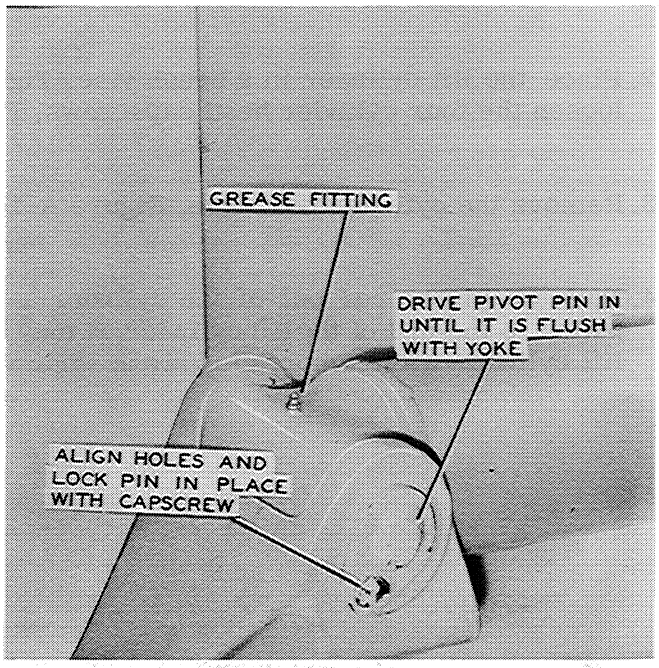
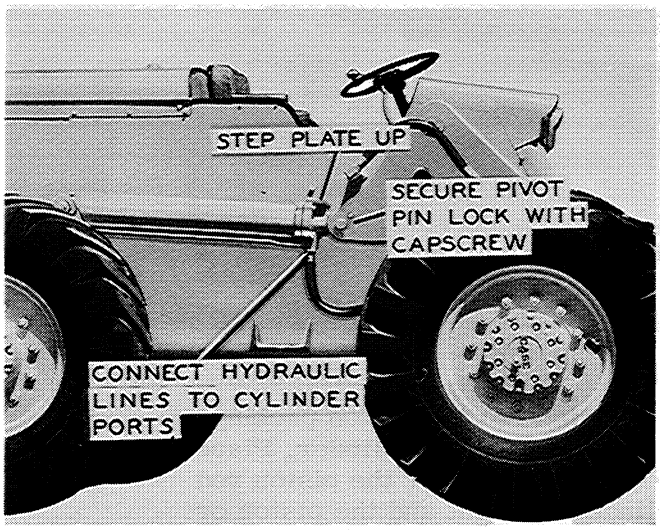

Figure A-11
Figure A-12
1. Place the rear of the lift cylinder in the pivot yoke as shown in Figure A-11. ***NOTE*** The grease fitting must be pointed up, Figure A-11. The step plate on the lift cylinder head will then also be on top. Refer to Figure A-12.
2. Install the pivot pin. Drive the pivot pin through the yoke and lift cylinder pivot until the locking plate on the pivot pin is flush with the surface of the yoke. Refer to Figure A-11.
3. Align the hole in the pivot pin locking plate with the hole in the yoke and lock the pivot pin in place with the capscrew, as shown in Figure A-11.
4. Align the linking end of the piston rod with the holes in the lift arm pivot and install the pivot pin, Figure A-12. Be sure the grease fitting in the piston rod link is on top.
5. Insert the pivot pin lock through the pin and secure it with the capscrews, Figure A-12.
6. Uncap the hydraulic ports and lines and connect the lines to the lift cylinder ports, Figure A-12.